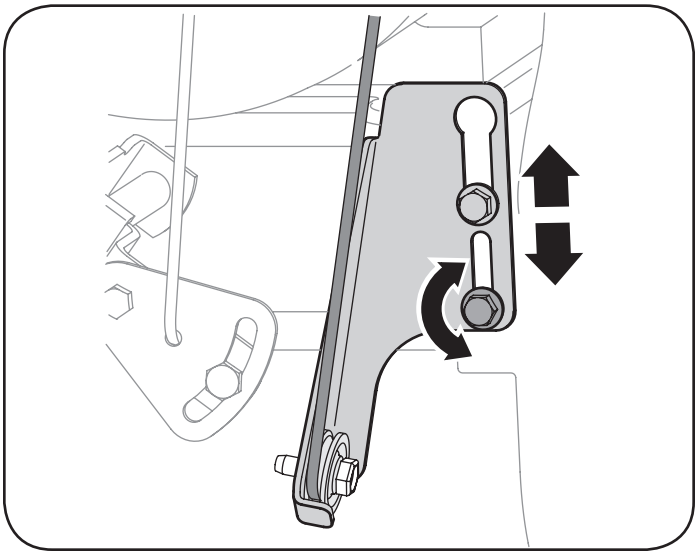

Figura 19
5. Afloje la tuerca hexagonal inferior del soporte del cable de la transmisión. Vea la figura 19.